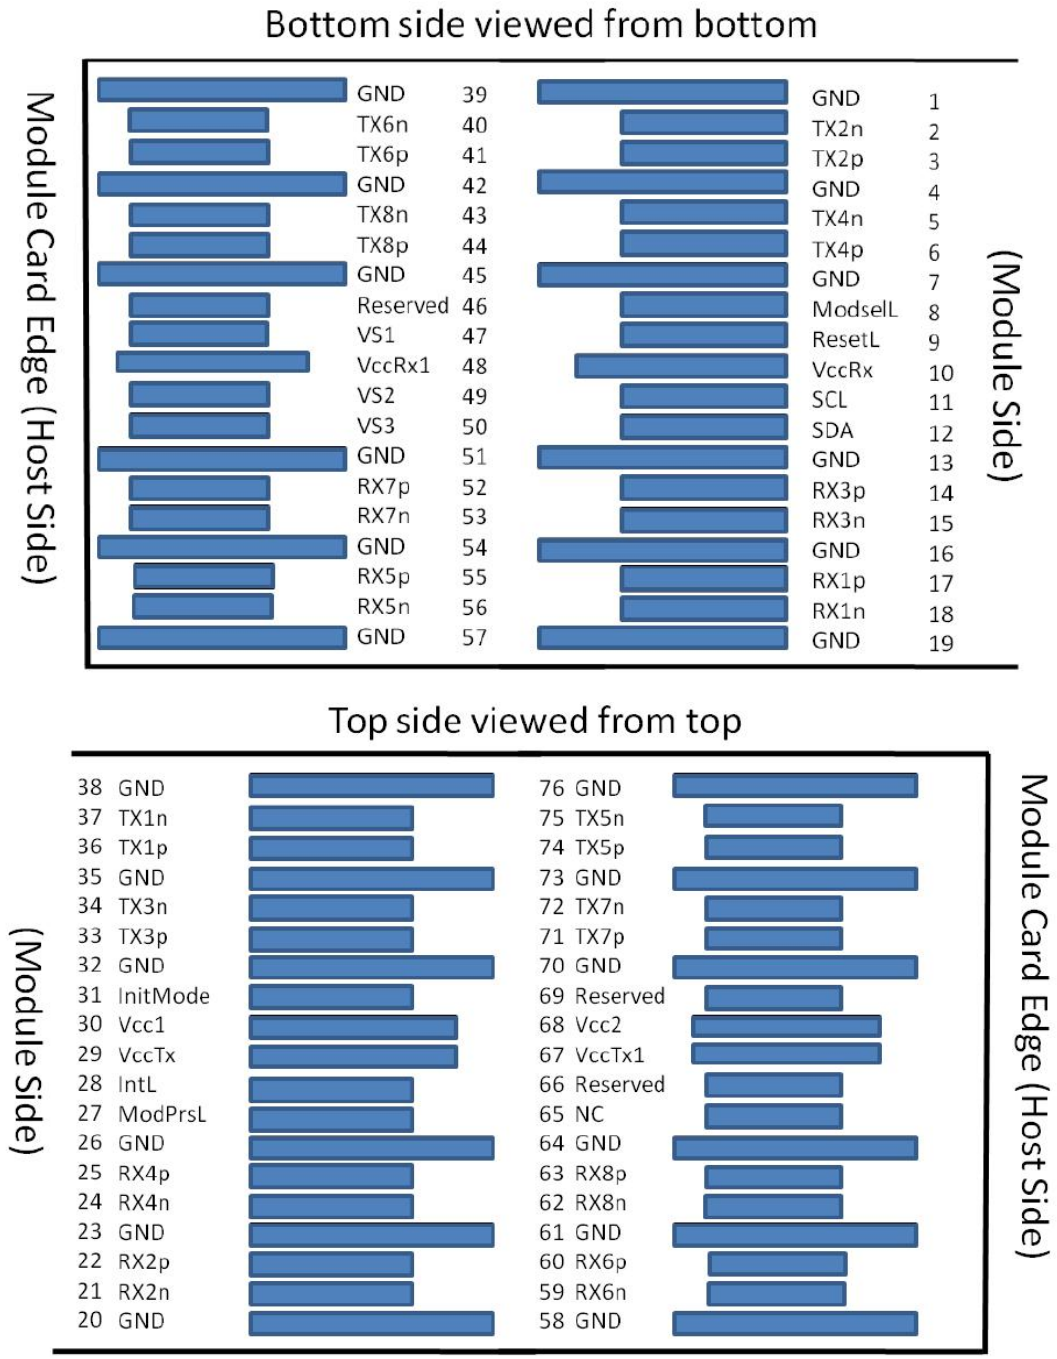

Figure 2 - QSFP-DD TO 2 QSFP Pin Define
The electrical design of the QSFP-DD TO 2 QSFP28 cable assembly is fully compliant to QSFP-DD TO 2 QSFP28 Hardware Rev4.0 specifications. The electrical design included: a low loss design printed circuit board, DC block capacitances in the Rx channel, and EEprom chips for the management. Pin layout and function definition are shown in Figure 2 and Table 1.
4. Plug Sequence specifies the mating sequence of the host connector and module. The sequence is 1A, 2A, 3A, 1B, 2B, 3B. (see Figure 2 for pad locations) Contact sequence A will make, then break contact with additional QSFP-DD TO 2 QSFP pads. Sequence 1A, 1B will then occur simultaneously, followed by 2A, 2B, followed by 3A,3B.